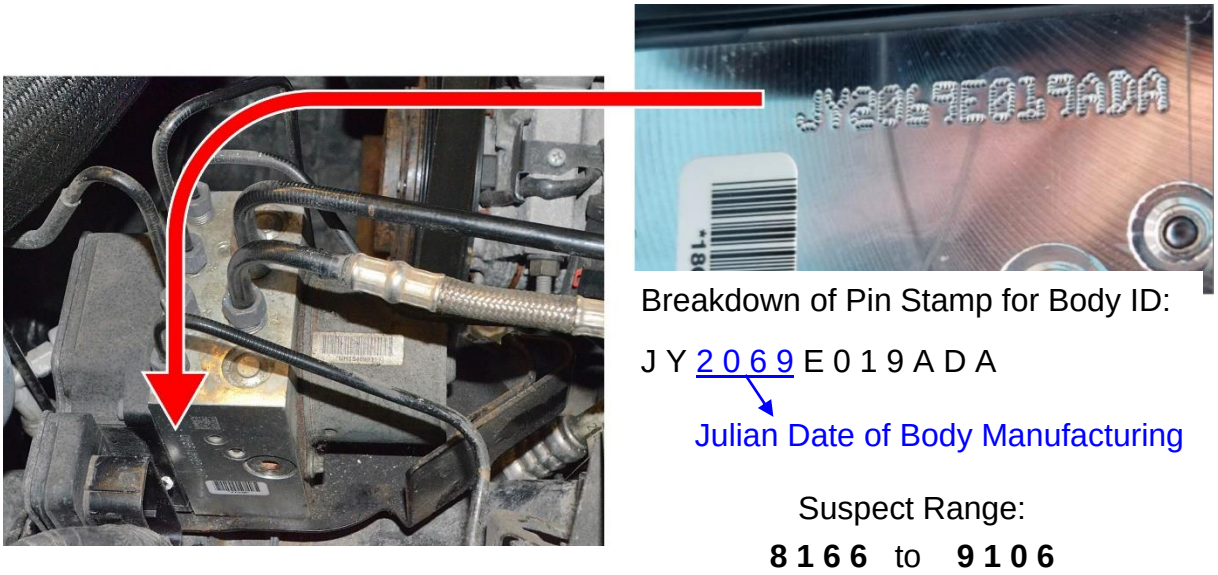

Figure 11 – Pin Stamp ID Number on the HCU Aluminum Body
16. Locate the pin stamp ID number on the HCU aluminum body (Figure 11).
17. Julian Date is the 3rd to 6th digits (Figure 11).
18. Suspect range **8166** to **9106** (Figure 11).